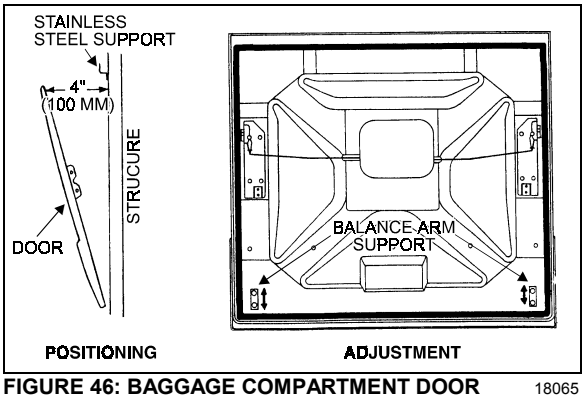

FIGURE 46: BAGGAGE COMPARTMENT DOOR 18065
2. Slightly open the door, position it to obtain a gap of 4" (100mm) between structure and door panel upper lip, maintain door in this position while an assistant completes tightening the two bolts retaining door to each balance arm support (Fig. 46).